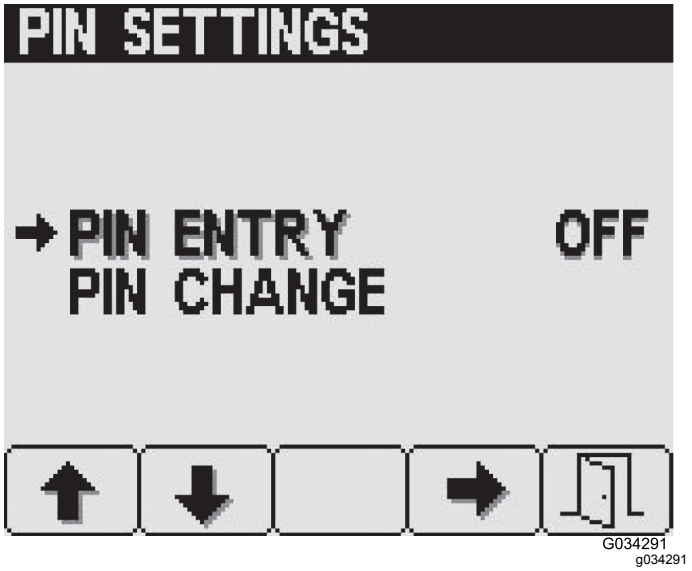

Figur 33
3. Tryck på knapp 4 på skärmen PIN-inställningar för att välja PIN-inmatning och slå PÅ eller AV PIN-alternativet (Figur 33).